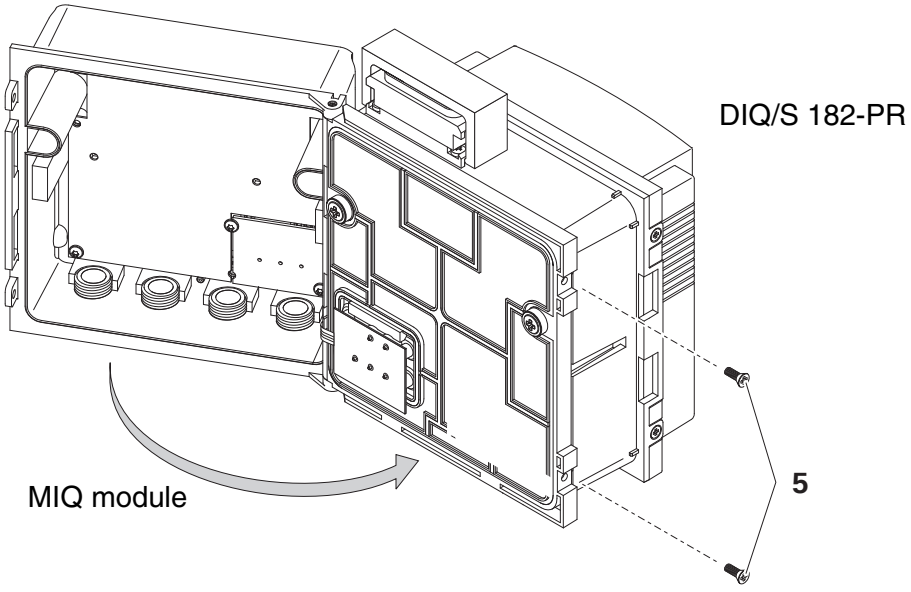

Fig. 3-10 Closing the enclosure (variant 2)
8	Close the MIQ module and fix it with the two countersunk screws (pos. 5 in Fig. 3-10).